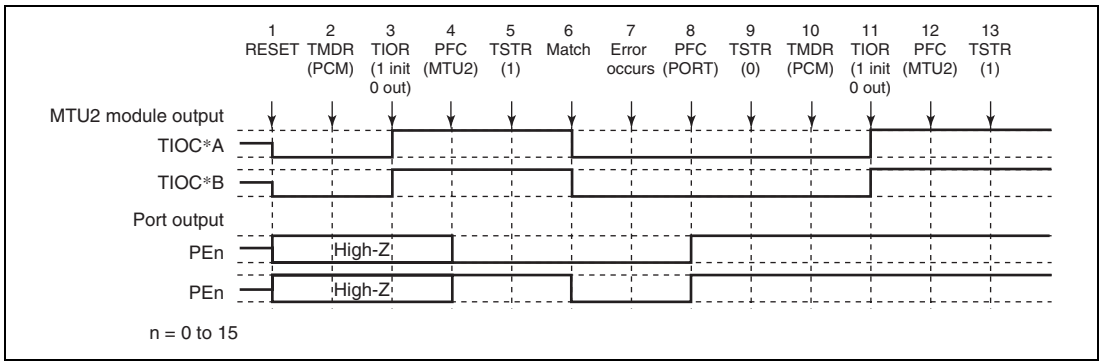

**Figure 10.157 Error Occurrence in Phase Counting Mode, Recovery in Phase Counting Mode**
**Operation when Error Occurs during Phase Counting Mode Operation, and Operation is Restarted in Phase Counting Mode:** Figure 10.157 shows an explanatory diagram of the case where an error occurs in phase counting mode and operation is restarted in phase counting mode after re-setting.